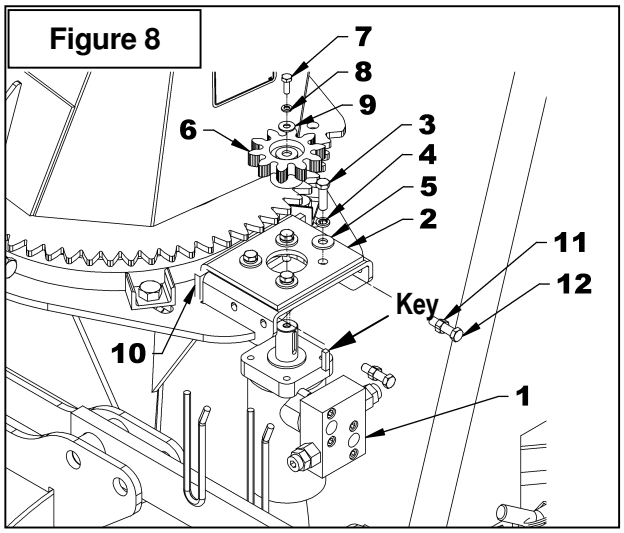

Figure 8
5. Cut the guard a second time leaving the same distance between the end of the guard and the end of the shaft as existed before. To obtain the proper distance "A" shown on Figure 8, cut the guard according to the following table:
1. **Figure 8:** Install the motor (item 1) placing the anchor plate on top (item 2) as shown on figure. Attach with four 3/8"NC x 1 1/4" (item 3) hex. bolts, lockwashers and flat washers (items 4-5). Tighten manually.
2. **Figure 8:** Install the motor gear (item 6) with the key, 8mm x 20mm bolt (item 7), lockwasher and flat washer (items 8-9). Tighten according to the ***"Torque Specification Table"***.
3. **Figure 8:** Insert the anchoring flat bar (item 10) between the anchor plate (item 2) and the motor support as shown on figure. Screw the 3/8"NC nuts (item 11) at maximum on the two 3/8"NC x 1 1/2" lg bolts (item 12). Install those two bolts (item 12) by screwing them in the anchoring flat bar (item 10).